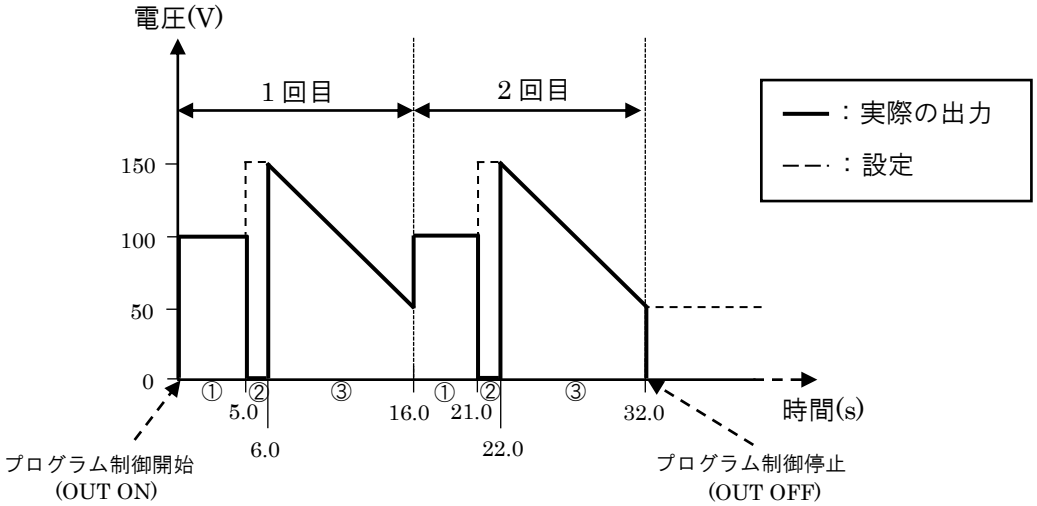

図 7-15 プログラム制御実行結果例
※図 7-15 の①～③は図 7-14 の 1～3 行を示しています。
(2) 行 No.1 の実行（図 7-15 ①部分）
(3) 行 No.2 の実行(図 7-15 ②部分)
(4) 行 No.3 の実行(図 7-15 ③部分)